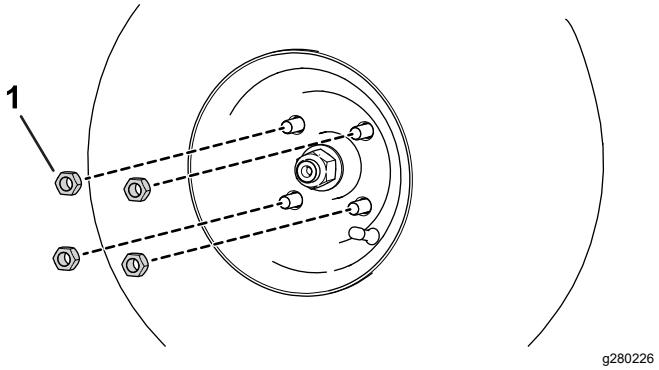

Figura 60
A. Afloje y retire las tuercas de las ruedas (Figura 60).
B. Instale las tuercas de las ruedas (Figura 60).